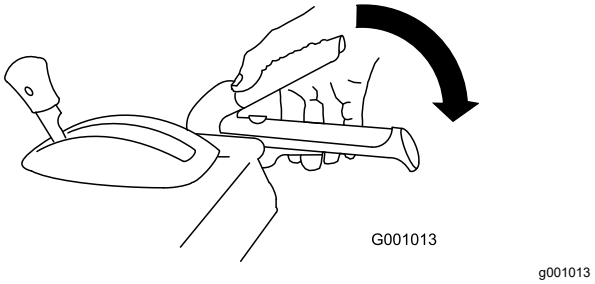

Figur 28
2. Aktivera matarskruv-/impellerspaken och håll den på plats (Figur 28).